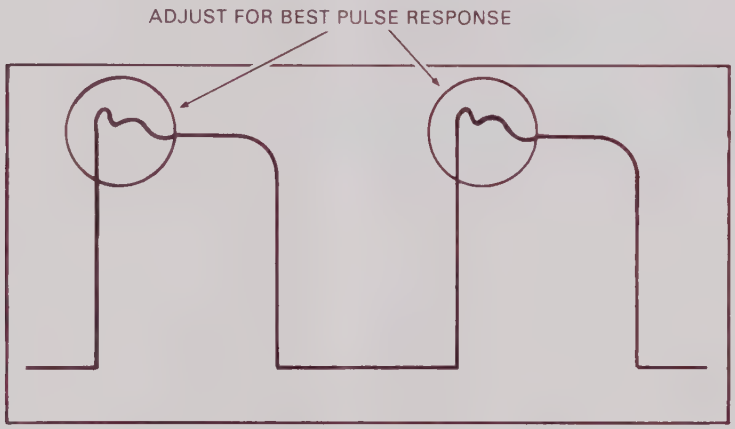

Figure 5-11. X-amplifier Pulse Response Adjustment
e. Set LF ADJ No. 1 (A2R24) and LF ADJ No. 2 (A2C17) for flattest pulse response as indicated in figure 5-11.